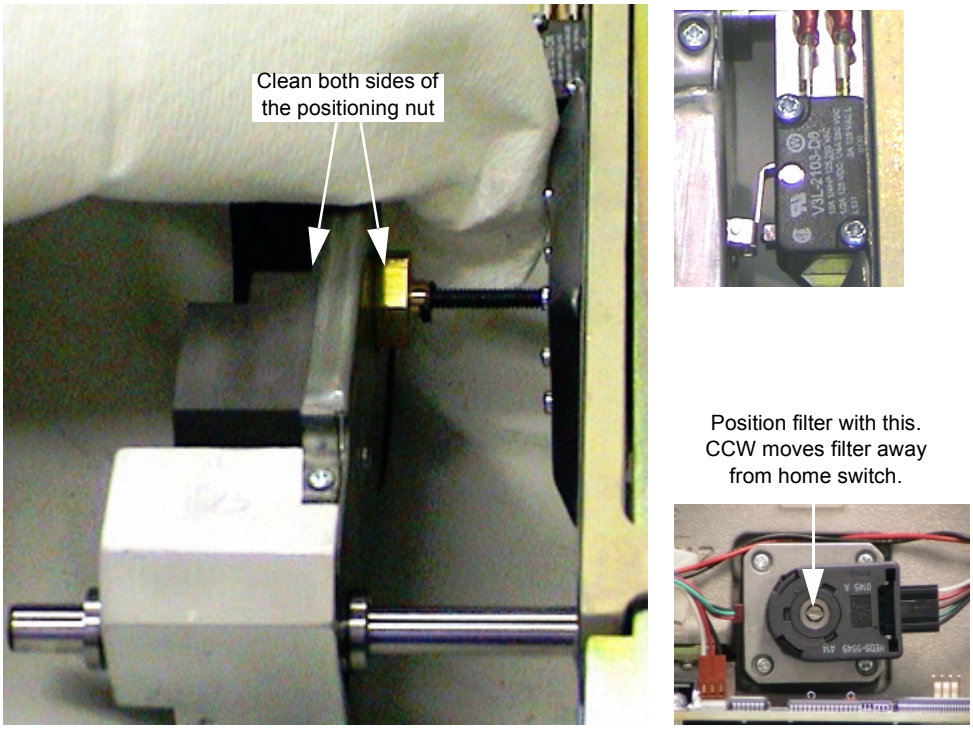

Figure 11-21 Filter Position Screw
13.) Using the dry lint free alcohol pads from step 3, clean the Bowtie Filter assembly positioning screw. See Figure 11-21.